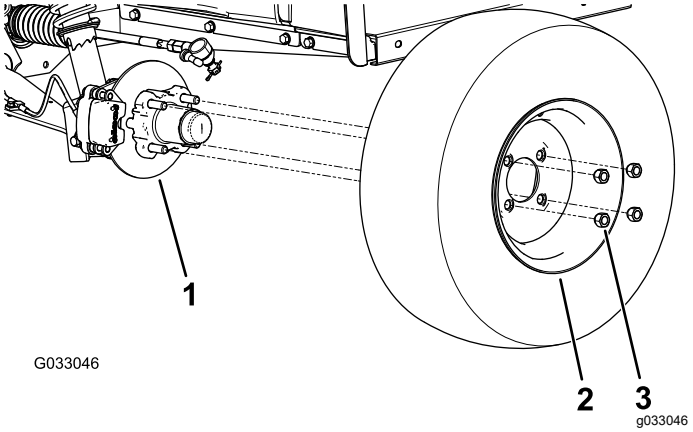

Figur 26
2. Ta bort de fyra hjulmuttrar som håller fast hjulet vid navet (Figur 26).
4. Rikta in hålen i hjulet med tapparna i navet, och montera hjulet på navet med ventilskaftet utåt (Figur 26).
5. Fäst hjulet vid navet med hjulmuttrarna (Figur 26).